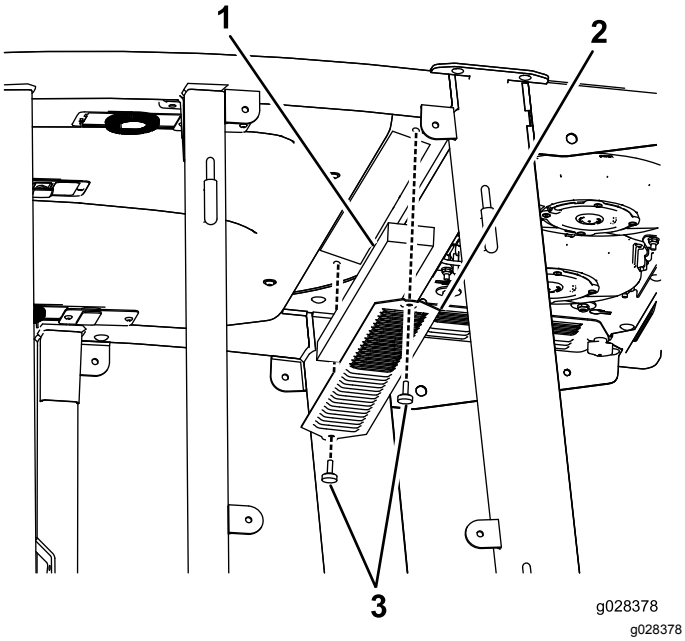
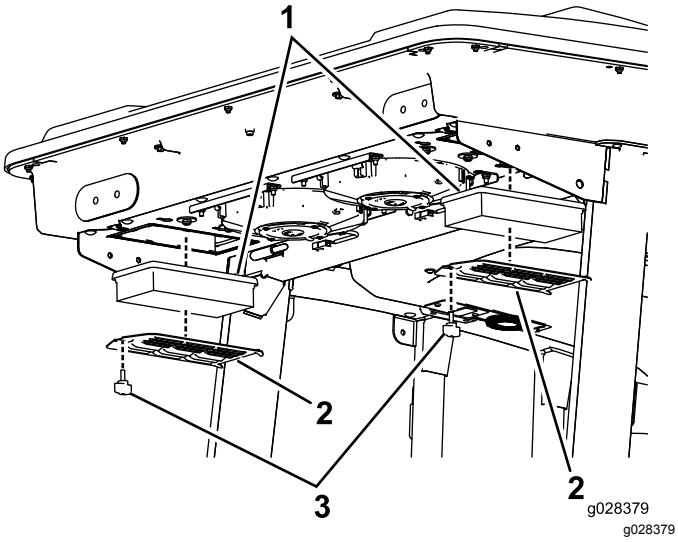
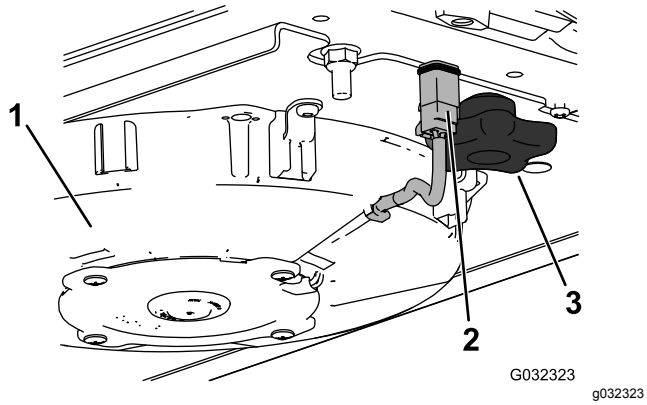
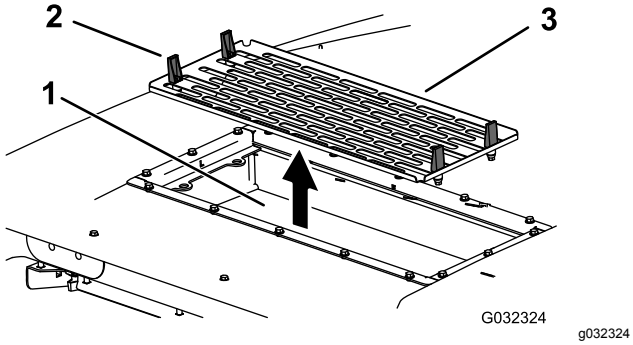

Figur 135
Figur 136
Figur 138
Figur 139
1. Ta bort de skruvar och galler som sitter över luftfiltren både i och bakom hytten (Figur 135 och Figur 136).
2. Lossa kabeln för varje fläkt (Figur 138).
4. Öppna de fyra spärrarna på luftkonditioneringsenheten och ta bort filtret (Figur 139).
5. Ta bort luftfiltren (Figur 136).
7. Montera luftfiltren, filtret och fläktenheten igen (Figur 136, Figur 138 och Figur 139).
8. Anslut kabeln för varje fläkt (Figur 138).